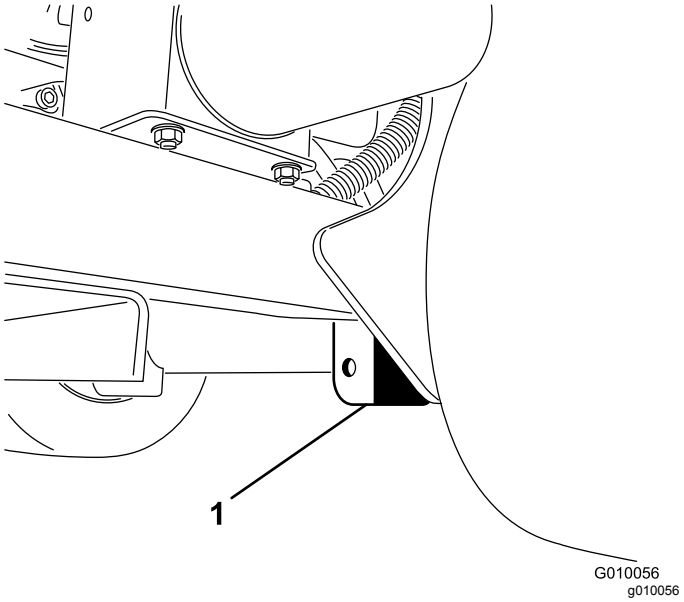

Figur 39
3. Plasser jekken trygt under rammeplaten, rett på innsiden av bakhjulet (Figur 39).